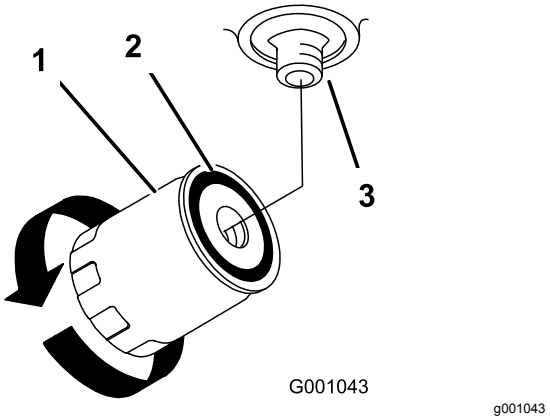

Figur 53
4. Leta reda på filtret under vevhuset och sätt ett avtappningskärl under filtret (Figur 53).
5. Ta bort det gamla filtret och torka av ytan på filteradapterns packning (Figur 53).
9. När hydraulfiltret är fullt vrider du oljefiltret medsols tills gummipackningen kommer i kontakt med filteradaptern. Dra sedan åt filtret ytterligare ett halvt varv (Figur 53).